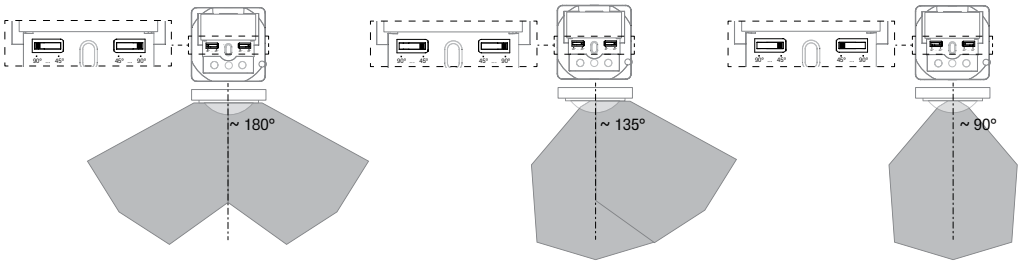
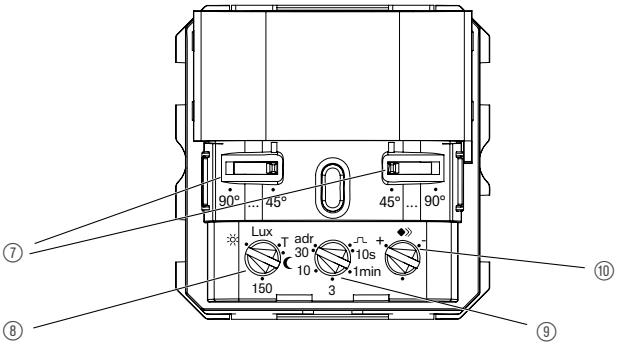

Bild 5: Einstellung des Erfassungswinkels
Bild 9: Einsteller und Potenziometer
Der Erfassungswinkel kann für die rechte und für die linke Seite je Einsteller (Bild 9, 7) zwischen 45° ... 90° eingeschränkt werden. Somit kann der Erfassungswinkel zwischen 90° bis ca. 180° liegen (Bild 5).
• Potenziometer Ansprechhelligkeit (Bild 9, 8) auf Position TEST einstellen.
• Potentiometer Nachlaufzeit (Bild 9, 9) in die gewünschte Position drehen.